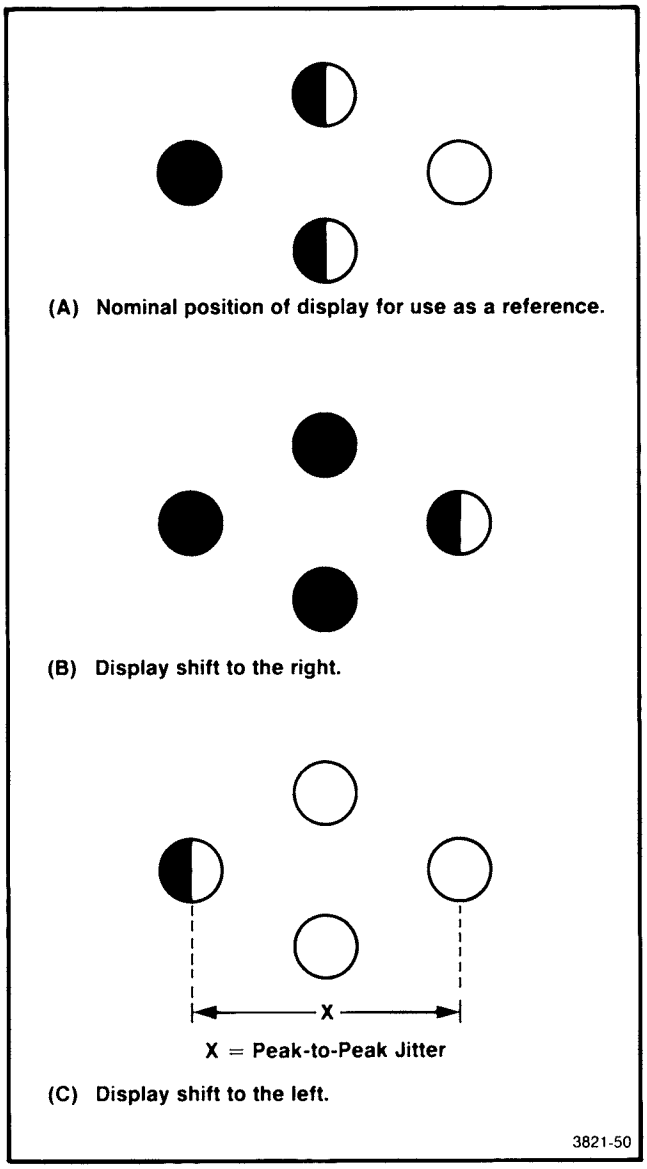

Fig. 6-6. Measuring peak-to-peak jitter. Shaded area indicates illuminated phosphor.
c. CHECK—Using a 50X microscope with a scale, measure the amount of horizontal peak-to-peak jitter. Horizontal jitter must be less than 0.05% of screen width. This amount is equivalent to 0.0074 inch or 0.19 mm. (Each minor division of the Peak Stand 50X microscope equals 0.02 mm.) Use the scale to determine the width of a phosphor dot. Then, use the phosphor dot as a measurement aid. Use Fig. 6-6 as a guide for measuring jitter.
d. CHECK—Using the 50X microscope, measure the amount of vertical peak-to-peak jitter. The performance requirement for vertical jitter is 0.03% of screen height. This amount is equivalent to 0.0033 inch or 0.084 mm. Use Fig. 6-6 as a guide by turning the illustration 90°.